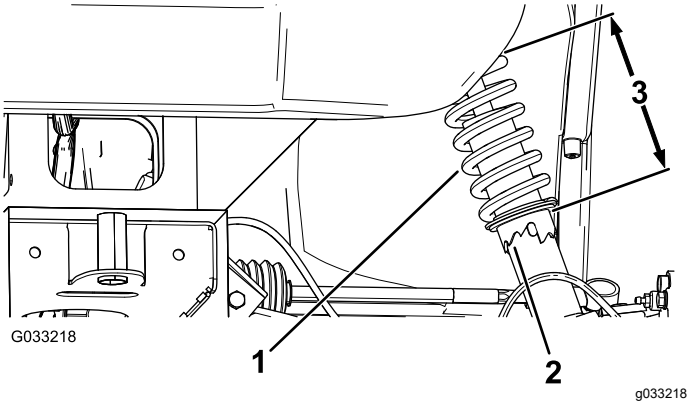

Figur 49
2. Justera hjulet till rätt riktning genom att rotera kragen på stötdämparen med rörtången om hjullutningen är felinställd (Figur 49).